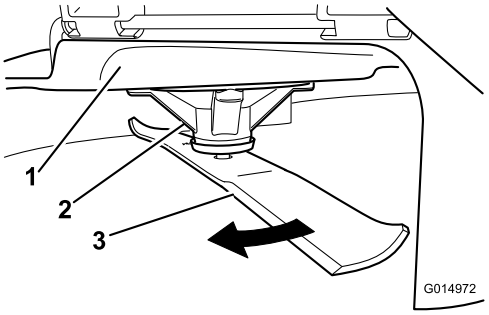

Figure 87
2. Enfilez des gants épais ou utilisez une autre protection adéquate pour les mains, et faites tourner la lame lentement jusqu'à une position permettant de mesurer la distance entre le tranchant et la surface plane sur laquelle se trouve la machine (Figure 87).